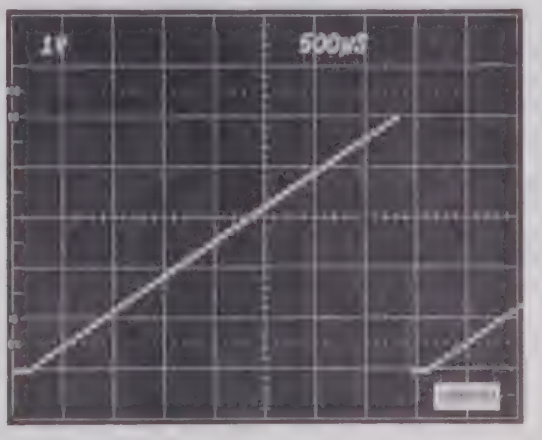

Fig. 6-15. Graticule generator ramp.
c. Set the Test Oscilloscope vertical sensitivity to 1 volt/division. Set the time base unit to obtain one staircase ramp as shown in Fig. 6-15.